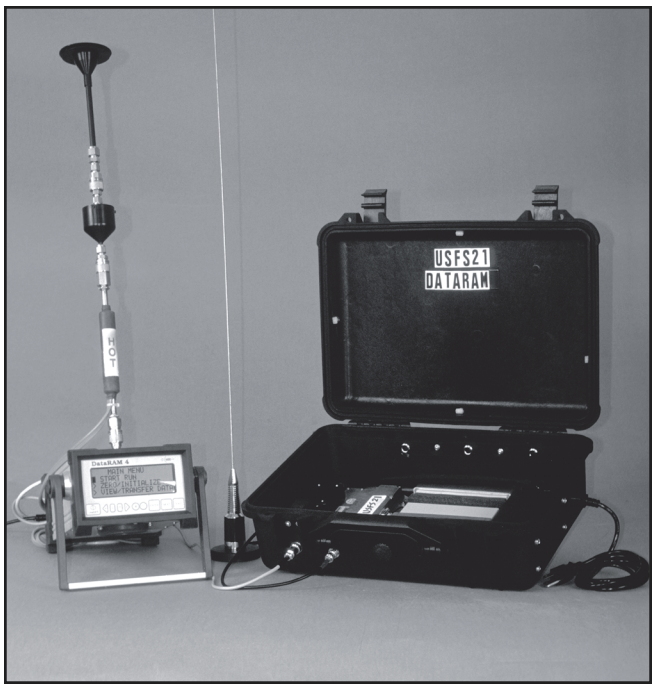

Figure 6—DataRAM4 connected to the telemetry unit.
- Open the remote satellite telemetry briefcase (figure 6) and remove the required cables from the pouch.